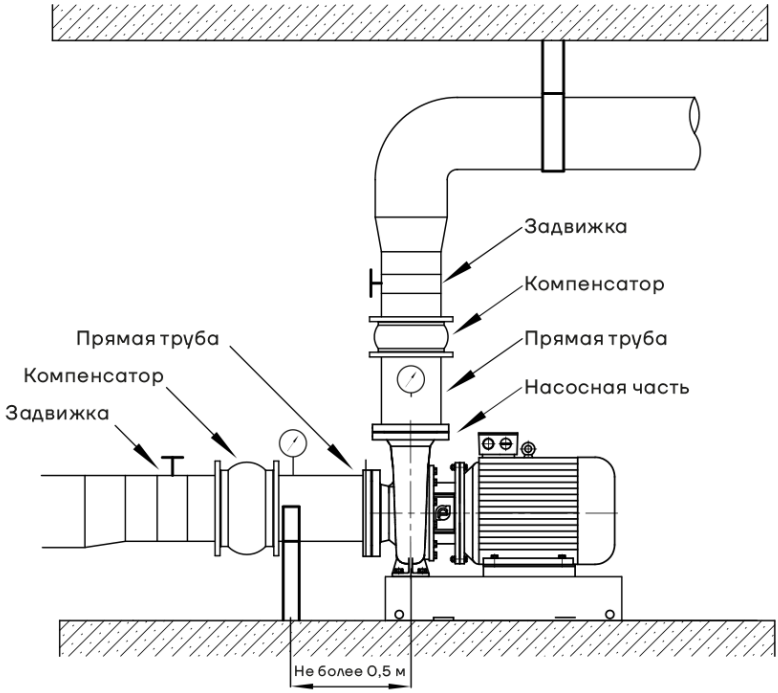

Рис. 12 Схема подключения насоса
- при установке труб также необходимо следить за тем, чтобы в трубах не скапливался воздух, особенно в приемной трубе (см. рис. 12);